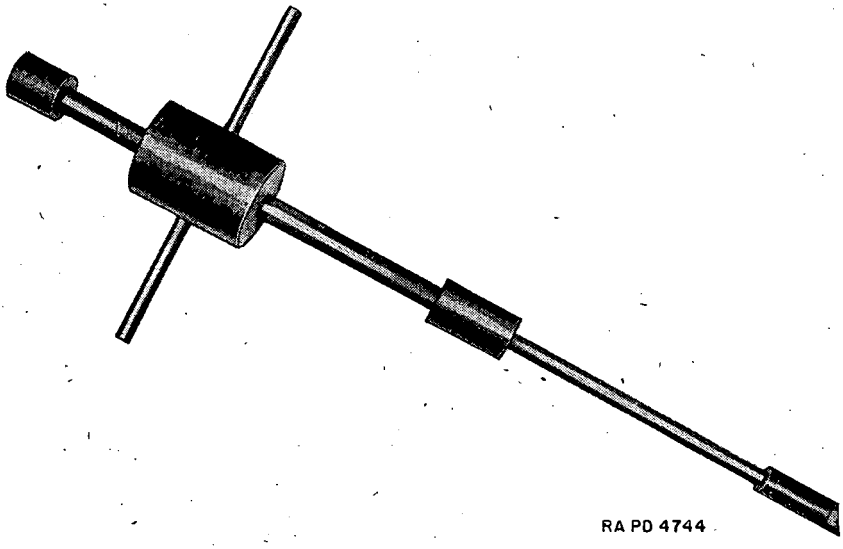

FIGURE 73.—Bogie wheel gudgeon pin puller.
3. Install gudgeon pin puller (fig. 73).